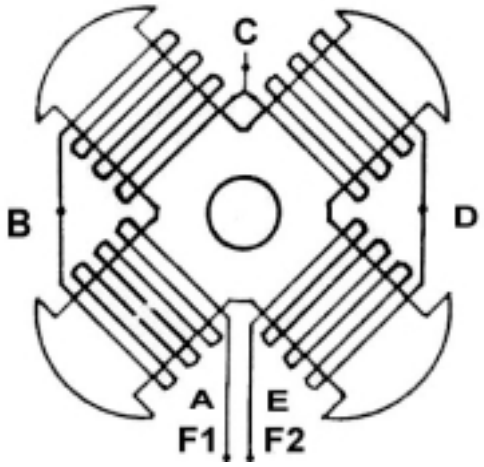

Figure 8-1
See figure 8-1 for measurement points and expected meter range settings.
Step 3: Measure and record voltages pole. Between points “A” and “C”, “C” and “D”, “D” and “E” across each “B”, “B” and (Figure 8-1).